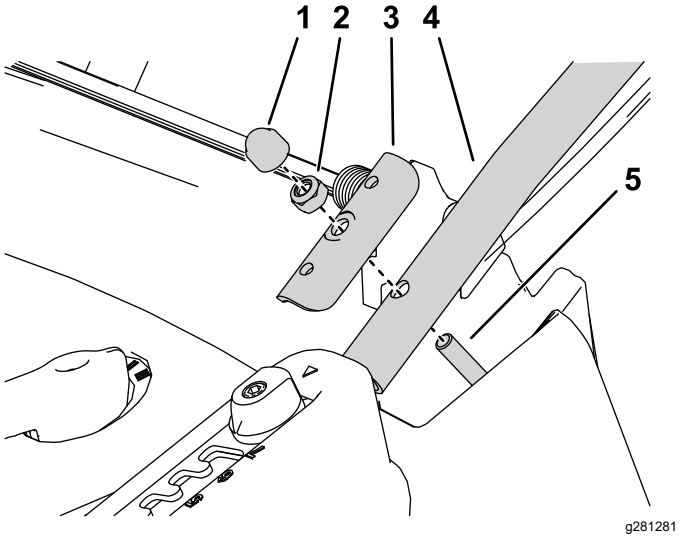

Figuur 3
2. Monteer aan weerszijden bovenaan het maaidek een onderste duwboom; gebruik hierbij een klemplaat en de zeskantmoer die u in de vorige stap hebt verwijderd van het maaidek (Figuur 3).